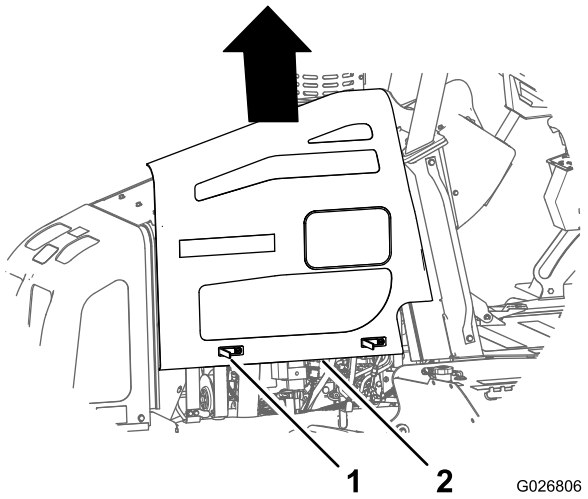

Bild 60
4. Heben Sie die Platte an und nehmen sie von der Maschine ab (Bild 60).